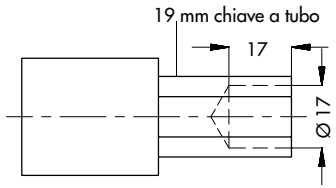

Fig. 4 · Chiave a tubo
Questa chiave si può ottenere, per esempio da un cacciavite tipo GEDORE (IN 19-19), facendo un foro profondo 17-mm e un diametro di 17 mm in un pezzo esagonale di 19 mm come viene mostrato in Fig. 4.
2. Svitare l'asta di collegamento (8) del diaframma con chiave a tubo (vedere Fig. 4, Nr. di ordine 1280-3001) ed estrarre dal corpo della valvola.